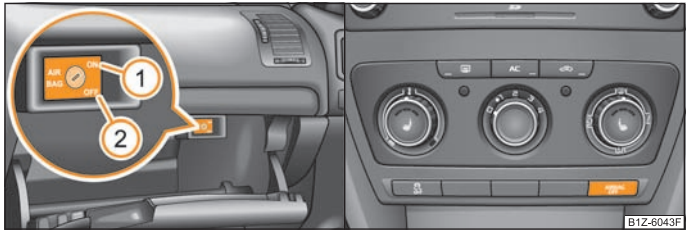

Fig. 102 Vide-poches: Commutateur pour airbag avant du passager avant/témoin de désactivation de l'airbag avant du passager avant
- si les airbags sont neutralisés, ceci est signalé dans la partie centrale du tableau de bord par les témoins de contrôle **AIRBAG OFF** qui s'allument ⇒ page 104, fig. 102 - à droite.
- A l'aide de la clé, positionner le commutateur à clé de désactivation de l'airbag avant du passager avant sur la position ② (**OFF**) ⇒ fig. 102.
- Le contact étant mis, contrôlez si les témoins de contrôle **AIRBAG OFF** s'allument dans la partie centrale du tableau de bord ⇒ fig. 102 - à droite.
- A l'aide de la clé, positionner le commutateur à clé de désactivation de l'airbag avant du passager avant sur la position ① (**ON**) ⇒ fig. 102.
- Le contact étant mis, contrôler que le témoin de contrôle **AIRBAG OFF** sur la partie centrale du tableau de bord ne brille pas ⇒ fig. 102, à droite.
Le témoin de contrôle de désactivation de l'airbag avant du passager avant se trouve sur la partie centrale du tableau de bord ⇒ fig. 102, à droite.